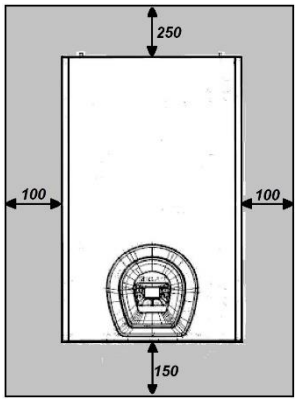

Рисунок 5.1
• оставить вокруг котла минимальное свободное пространство, см. Рисунок 5.1.